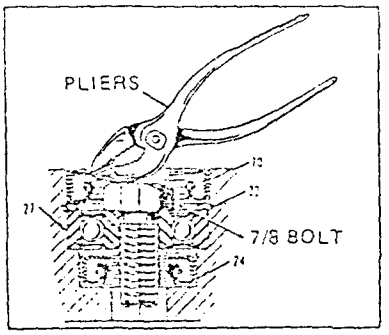

FIGURE 6
b. Remove the grip spring locknut (10) from the upper end of the drive shaft. Use one of the following methods to hold the drive shaft from turning.
1. XJ 30 thru 117 — Insert an Allen wrench (43) in the chuck screw.
e. Remove the internal gear (30), the two grip spring sets (39), and the grip spring spacer (37).
f. Remove the drive shaft, with the bearing inner ring (29) in place, through the lower opening of the housing.
h. XJ 174 thru 350 only — Pry the oil seal (70) from the housing bore as shown in Figure 6.
1. Insert a 7/8 bolt into the ball bearing (27) bore.
2. Use the bolt head as a fulcrum and pry out the oil seal (70) with pliers.